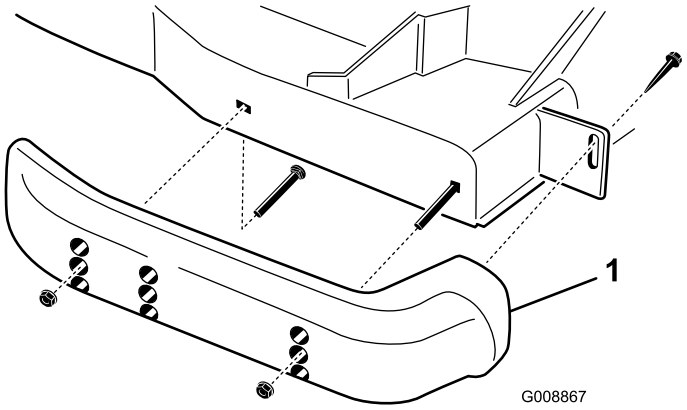

Рисунок 27
1. Отпустите передний винт каждого полоза (Рисунок 27).
2. Снимите с каждого полоза болты с буртиком и гайки (Рисунок 27).